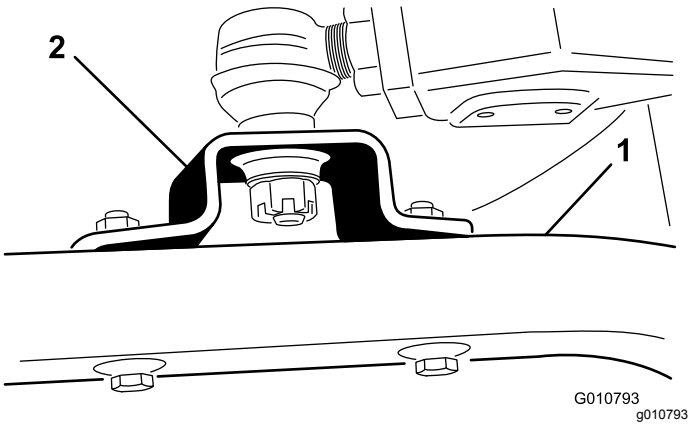

Figuur 19
3. Verwijder de inbusbouten en borgmoeren waarmee de beugels van de kogelverbindingen aan de zwenkwielarmen op het maaidek zijn bevestigd (Figuur 19).